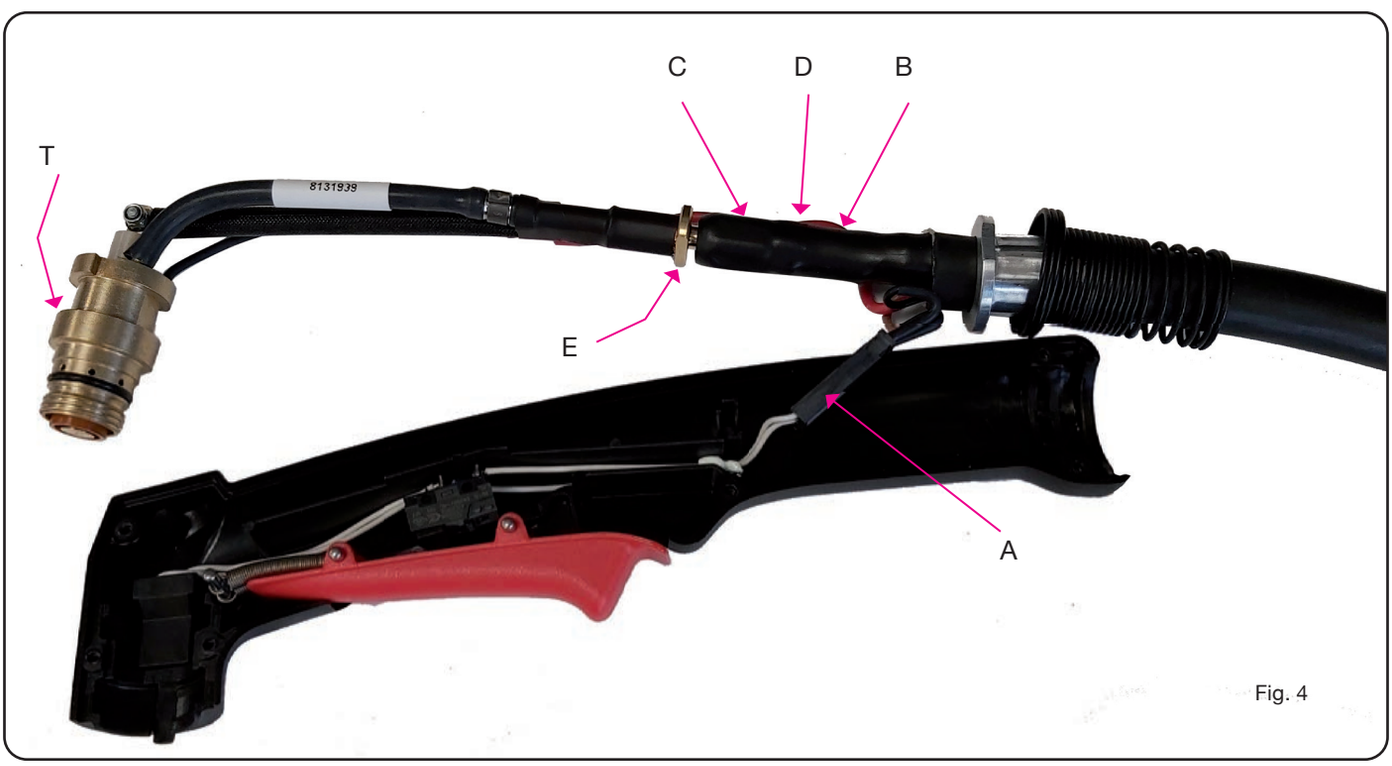

Fig. 4
- Con riferimento alla Fig.4, sollevare il corpo torcia **T** con cavo e disconnettere la connessione **A** (pulsante) e la connessione **B** (arco pilota) facendo attenzione che i componenti del gruppo pulsante (vedi Fig.5) rimangano nella posizione originale.
- Con riferimento alla Fig.4, sollevare il corpo torcia co cavo e disconnettere la connessione **A** (pulsante).